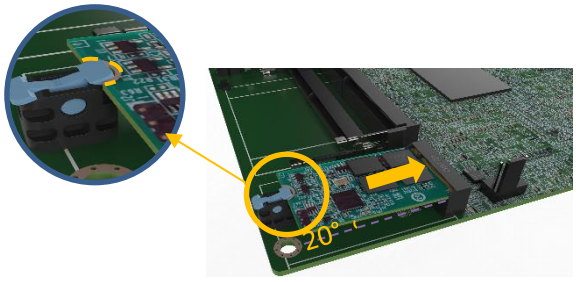

Figure 4-8: Securing the M.2 Module
Step 4: Press the M.2 module down until it is secured into place by the retainer. (See **Figure 4-8**)